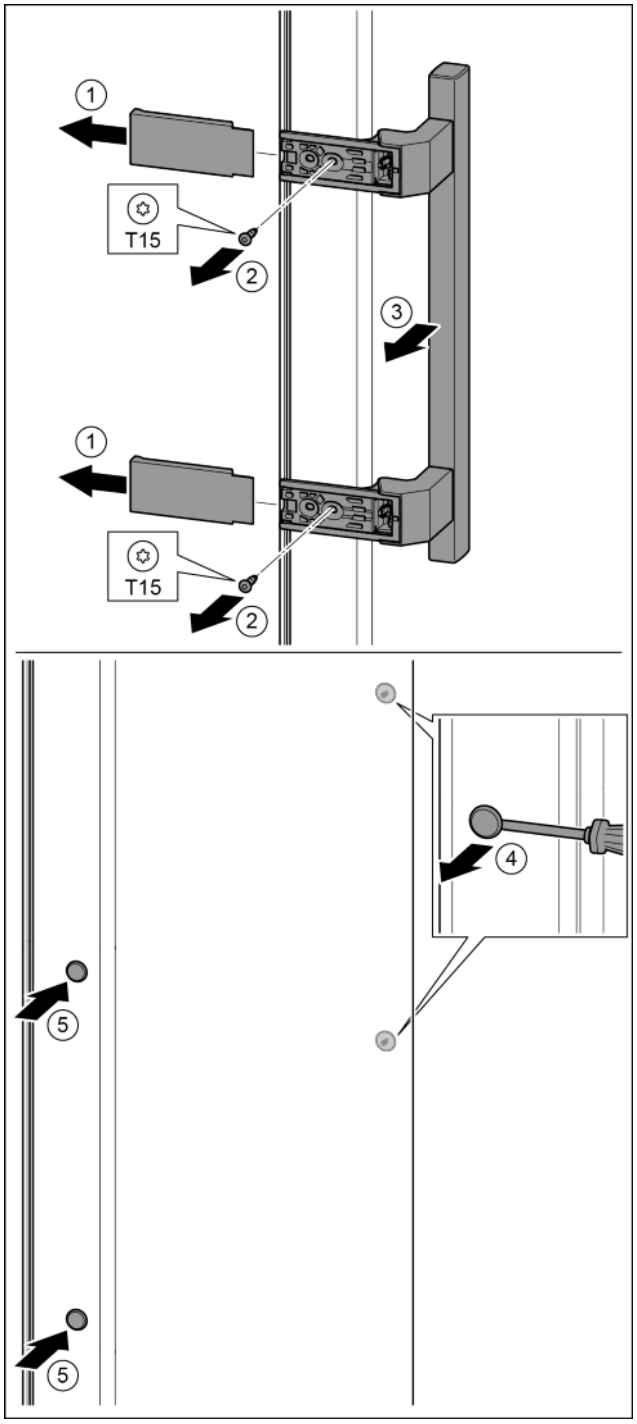

Fig. 31
- ▶ Stáhněte kryt. *Fig. 31 (1)*
- ▶ Šroubovákem T15 vyšroubujte šrouby. *Fig. 31 (2)*
- ▶ Sejměte madlo. *Fig. 31 (3)*
- ▶ Postranní zátku opatrně plochým šroubovákem nadzvedněte a vytáhněte. *Fig. 31 (4)*
- ▶ Zátku opět vložte na druhé straně. *Fig. 31 (5)*